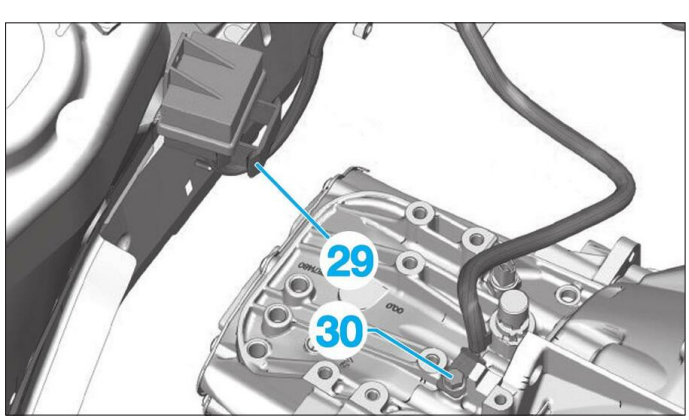

**Fig. 73**
- la vis de fixation du câble de masse (30),
- Déconnecter le connecteur (29) **(Fig.73)** du boîtier de préchauffage.